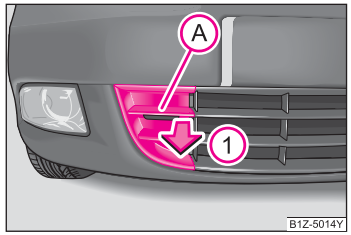
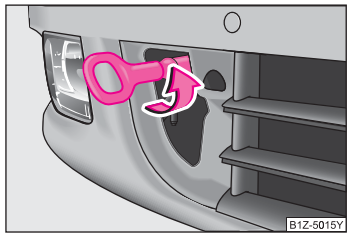
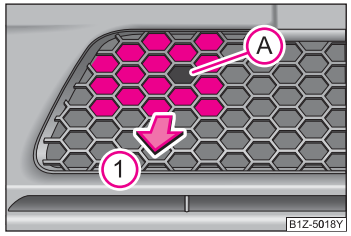

图 159　前保险杠：罩盖
图 160　前保险杠：安装前牵引钩
图 161　明锐 RS 前保险杠：安装牵引钩
– 将手指伸入盖板中的小孔 Ⓐ 中 ⇒ 图 159。
– 沿箭头 ① 方向往外拉，取下盖板。
– 用手逆时针方向旋入牵引钩 ⇒ 图 160 并用车轮扳手插入牵引钩中加以拧紧。
– 将手指伸入盖板中的小孔 Ⓐ ⇒ 第 161 页，图 161。
– 沿箭头方向 ① 将盖板往外拉出。
– 用手逆时针方向旋入牵引钩 ⇒ 第 161 页，图 160 并用车轮扳手插入牵引钩中加以拧紧。